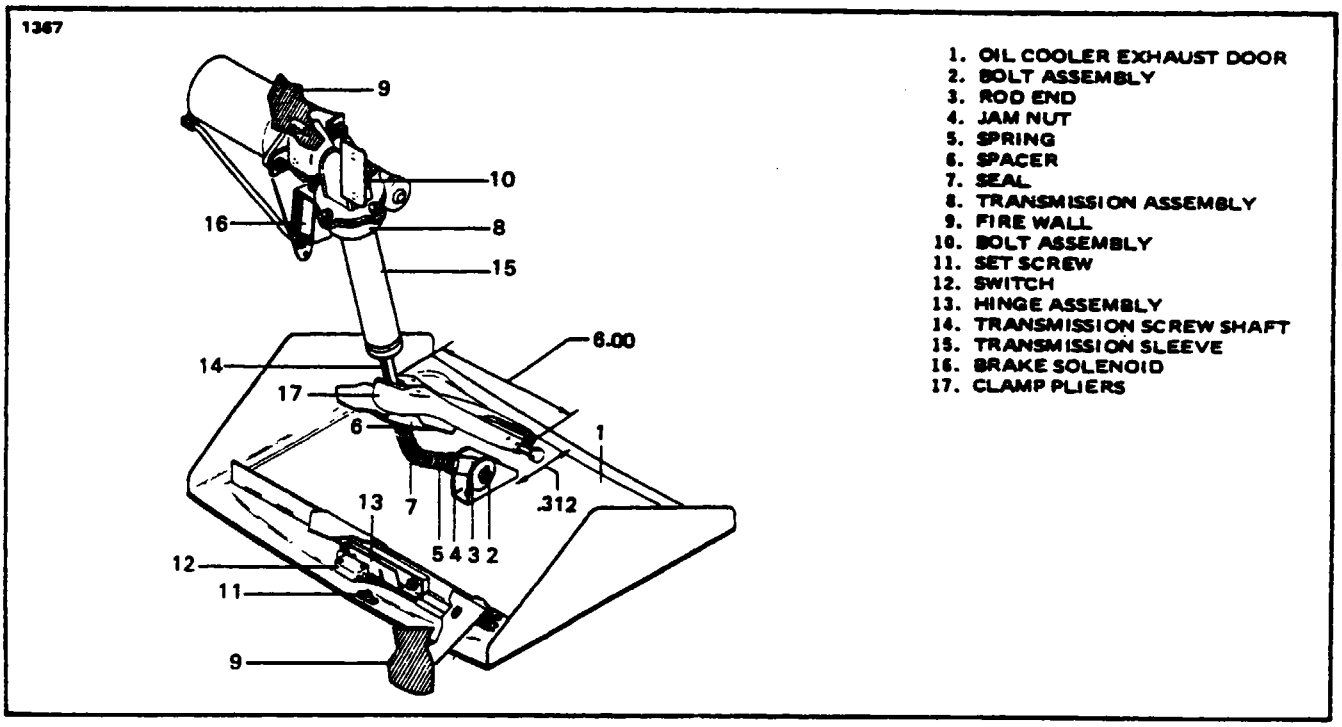

Figure 8-3. Oil Cooler Door Installation
8-15. REMOVAL OF OIL COOLER DOOR TRANSMISSION. (Refer to Figure 8-3.)
d. Inspect the transmission screw shaft (14) for back lash by the following proceedure:
2. Clamp a pliers (vise grips) using a light pressure on the transmission screw shaft (14) Refer to Figure 8-3.
e. Check transmission sleeve (15), screw shaft (14), and rod end (3) for distortion.
f. Check brake solenoid assembly (16) for any excessive wear, broken parts, and sticking or burned out solenoid.
8-17. INSTALLATION OF OIL COOLER DOOR TRANSMISSION. (Refer to Figure 8-3.)
8-18. ADJUSTMENT OF THE OIL COOLER DOOR. (Refer to Figure 8-3.)